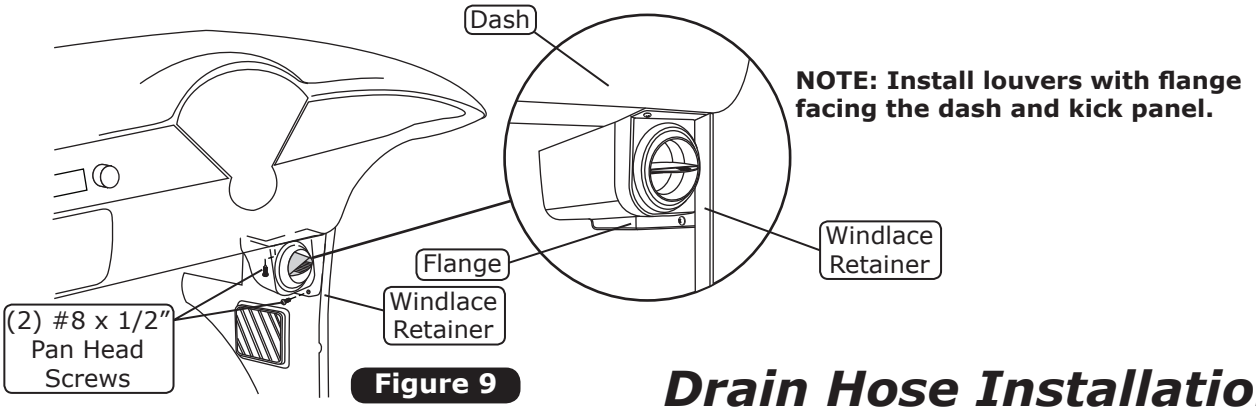

Figure 9
1. Install the driver and passenger side under dash louvers with the flange facing the dash and kick panel as shown in Figure 9, below. Tuck the kick panel side of the louver flange behind the kick panel windlace retainer, and slide the louver up until the flange is seated against the dash. Secure the louver to the kick panel with (2) #8 x 1/2” pan head screws (See Figure 9, below). **NOTE: In most cases, the louvers will fit as described. However, due to dash and kick panel variances, the presence of aftermarket components or modifications, etc., it may be necessary to trim the louver flange and/or slightly move the parking brake lever for proper fit.**